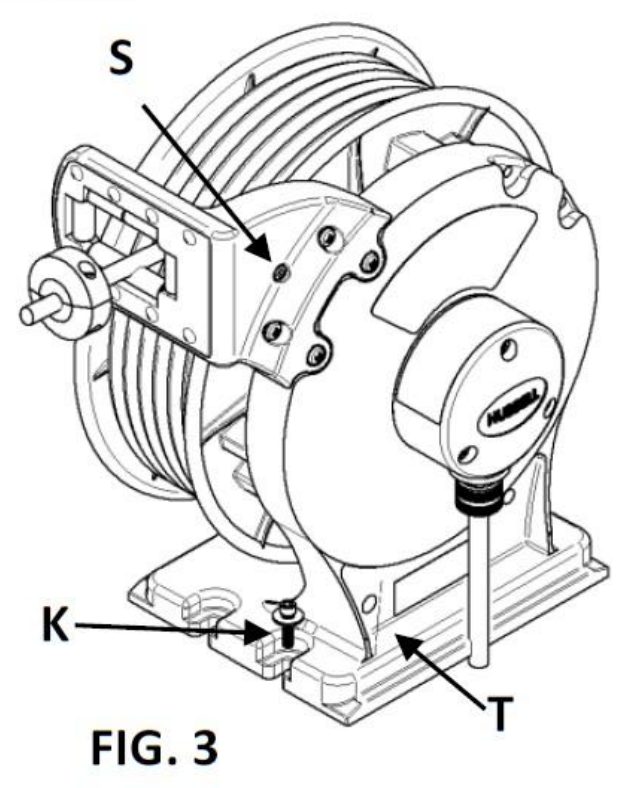

FIG. 3
CAUTION: If mounting overhead, provide safety chain (not included) between reel base through the hole "T" (Fig. 3) and ceiling surface to prevent accidental reel drop.
► Option 1. Position reel on floor, wall or ceiling. Secure into place by using four bolts "K" (customer supplied, 1/4 bolt recommended). (Fig. 3)
Loosen screw "S" (Fig. 3) to remove the Pawl to disengage the Ratchet Lock.
Desserrer la vis "S" (Fig. 3) pour retirer la languette et désengager le verrou du cliquet.
PRECAUCIÓN Si se monta sobre la cabeza, proporcione una cadena de seguridad (no incluida) entre la base del carrete a través del orificio "T" (Fig. 3) y la superficie del techo para evitar la caída accidental del carrete.
► Opción 1. Coloque el carrete en el piso, la pared o el techo. Asegúrelo en su lugar usando cuatro pernos "K" (suministrados por el cliente, se recomienda perno de ¼"). (Fig. 3)
Afloje el tornillo "S" (Fig. 3) para retirar la guía para desenganchar el bloqueo del trinquete.